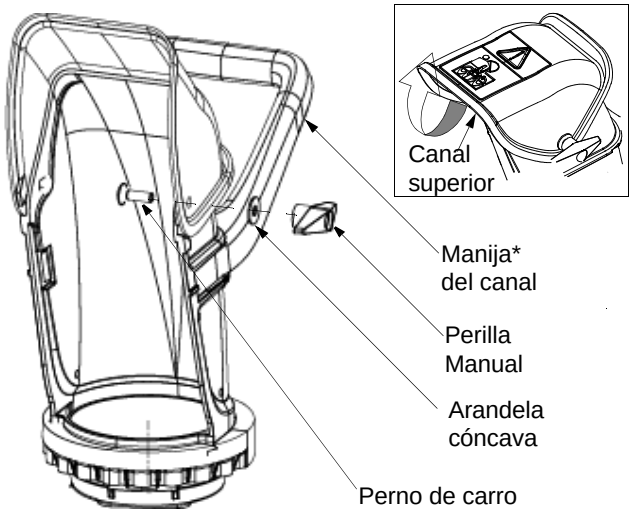

Figura 1
1. Afloje la perilla del canal inclinado de la descarga y gire el canal inclinado superior por lo que irá. Ver Figura 1 .
5. Ajuste la perilla manual en el lado izquierdo del canal asegurándose de que la arandela plana y el perno de carro estén ubicados correctamente. Ver Figura 1 .